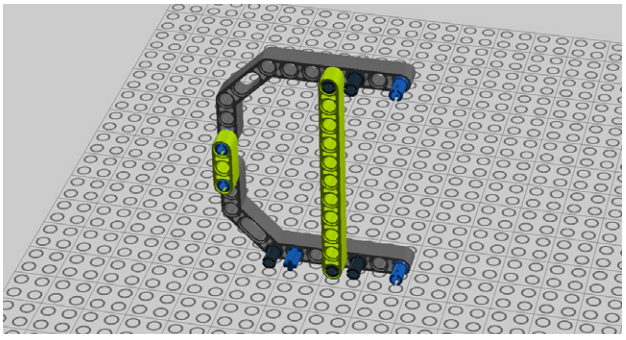

Figure 4-9. *Step 4: Adding two supports*
4. You'll need supports as well; add one 3M and one 11M beam. Figure 4-9 shows how they go together.